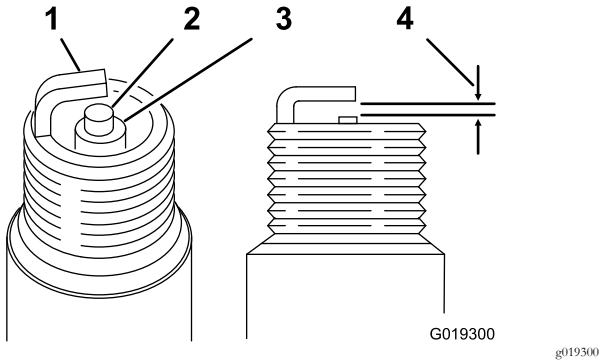

Figur 34
Luftgap: 0,70 till 0,80 mm. Se Figur 34.
3. Ställ in luftgapet på 0,70 till 0,80 mm (Figur 34).